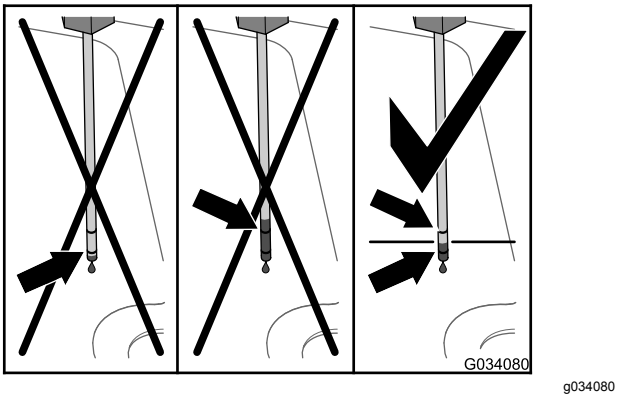
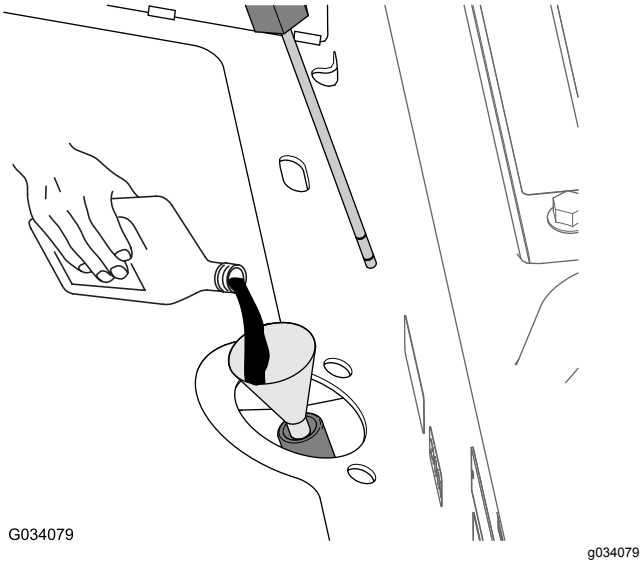

Figur 82
Figur 83
4. Ta bort oljestickan och kontrollera oljenivån (Figur 82).
5. Om vätskenivån ligger under det nedre märket på oljestickan ska du fylla på angiven hydraulolja i påfyllningsröret (Figur 83) tills vätskenivån hamnar mellan de övre och nedre markeringarna på oljestickan (Figur 82).
6. Tillsätt angiven hydraulvätska i påfyllningsröret (Figur 83) tills vätskenivån i växellådshuset (tanken) visar ungefär halvvägs mellan de övre och nedre markeringarna på oljestickan (Figur 82).